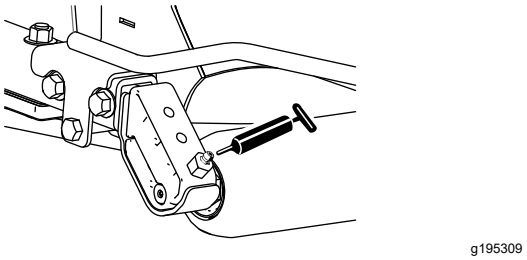

Figura 45
- 2 (per apparato di taglio) cuscinetti del rullo posteriore (Figura 45)